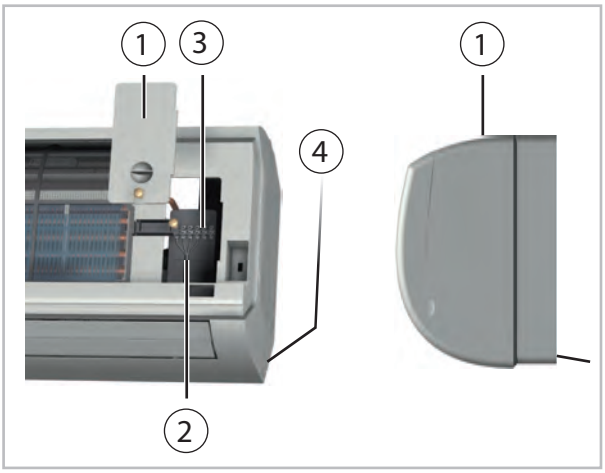

Abb. 41: Anschluss des Innengerätes
2. Lösen Sie die Abdeckungen auf der rechten Seite (Abb. 41).
3. Klemmen Sie die bauseits verlegte Steuerleitung an den Klemmen an (Abb. 41).